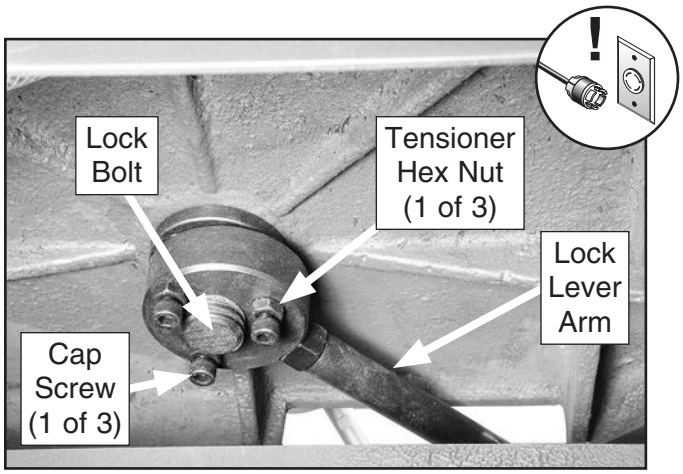

Figure 43. Miter lock lever adjustment components.
2. Loosen cap screws securing lock lever arm to lock bolt shown in **Figure 43**.